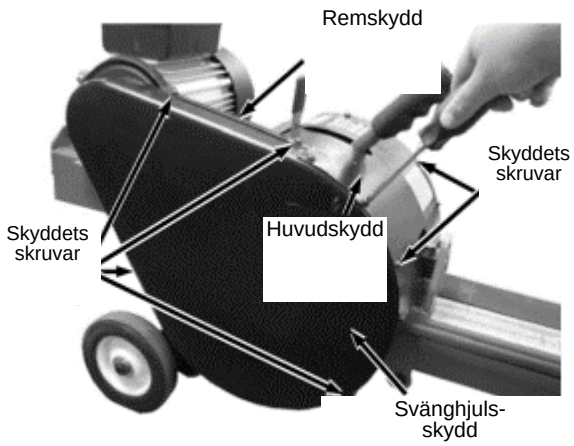

Bild 12
1. Ta bort huvudskyddets 11 skruvar, brickor och låsbrickor med en kryssmejsel (bild 12).